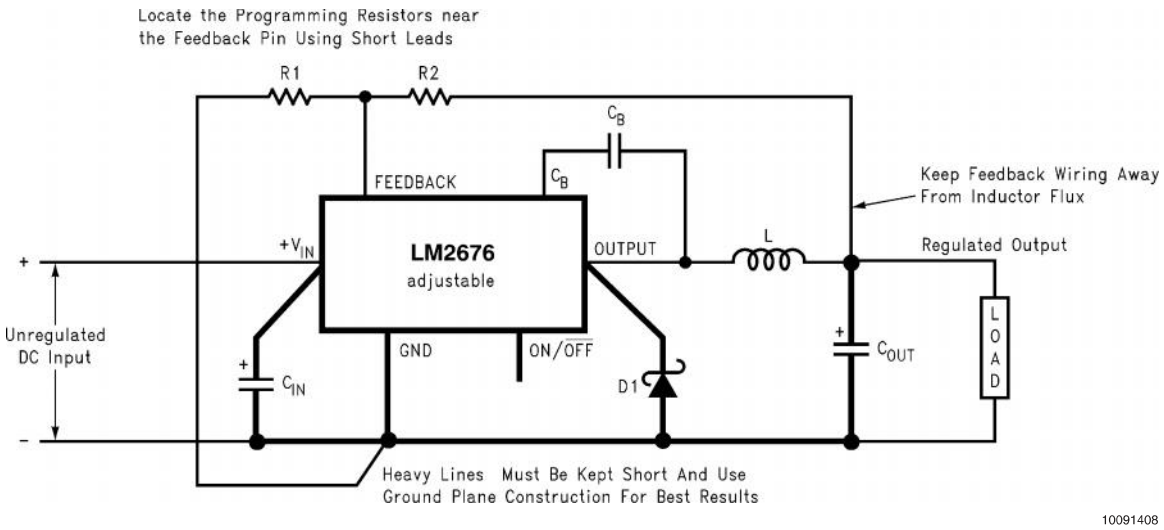

FIGURE 2. Basic circuit for adjustable output voltage applications
Step 2: Select an LM2676S-ADJ. To set the output voltage to 14.9V two resistors need to be chosen (R1 and R2 in *Figure 2*). For the adjustable device the output voltage is set by the following relationship: